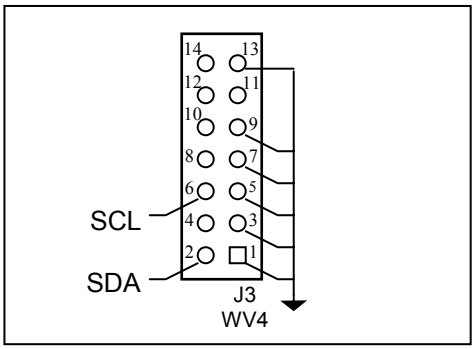

Figure 2: J3 (WV4) Interface Header
5. Connect the I^2C master device to Serial Interface Header J3 (WV4). Refer to *Figure 2* below for connection details. *NOTE*: The board comes with pull-up resistors (R6 and R7). Any other pull-ups on the I^2C bus must be disabled.